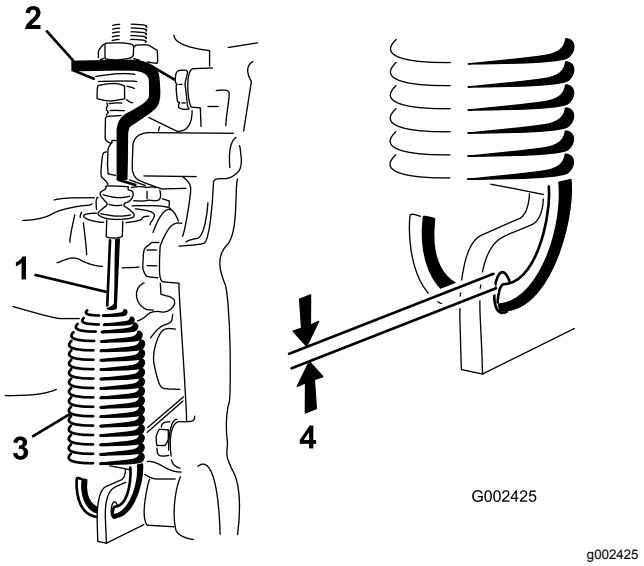

Rysunek 45
2. Odkręć przeciwnakrętki mocujące linkę blokady mechanizmu różnicowego do wspornika na skrzyni biegów (Rysunek 45).